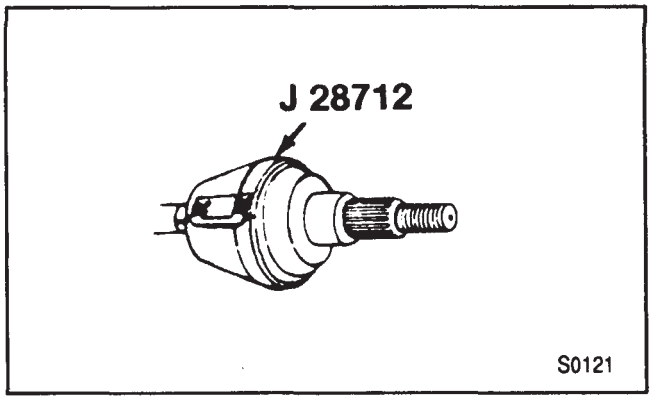

Figure 41—Installing the Drive Axle Cover
- Install J 28712 to the constant velocity axle joint (132) (figure 41).
2. Cotter pin (130).
4. Ball joint (115 or 127) from the knuckle (117).
- Use a 3.175 mm (1/8-inch) drill to cut a 6.35 mm (1/4-inch) deep hole in the center of each rivet (figure 41).